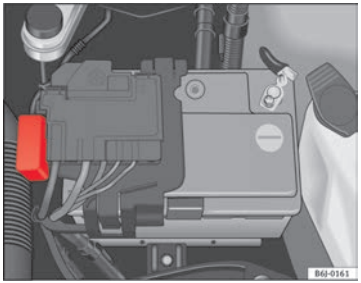

Fig. 152 In the engine compartment: fuse box cover
- Press the locking tabs to release the fuse box cover ⇒ Fig. 152.